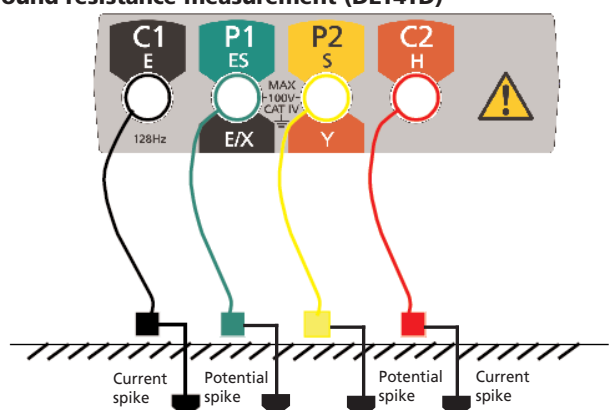

Figure 7: Connections for measuring four-terminal soil resistance
1. With the selector switch in the ‘OFF’ position, connect the instrument as shown in Figure 7.